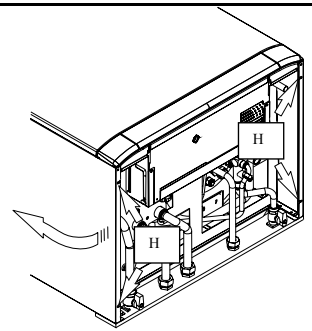

Fig. 5.3
2. Remove the screws H.(Fig. 5.3).
2. Отверните болты H (Рис.5.3).